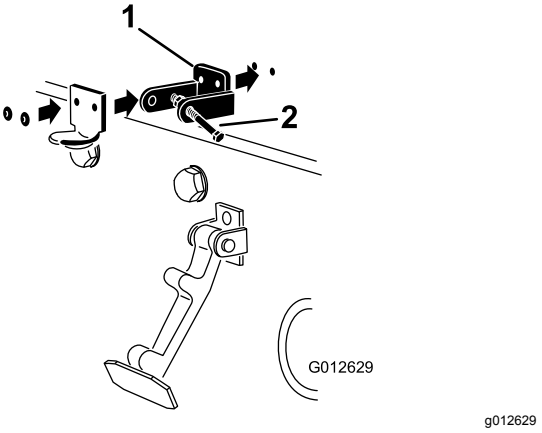

Figur 7
4. Placera CE-låsfästet och motorhuvslåsfästet på motorhuven när du passar in monteringshålen (Figur 7).
6. Nita fast fästena och brickorna på motorhuven (Figur 7).